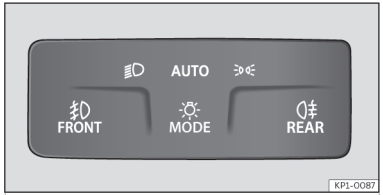

Abb. 101 Instrumententafel: Lichtschalter.
- Schalten Sie die Zündung ein und wählen Sie den Modus AUTO am Lichtschalter aus ››› **(Abb. 101)**.